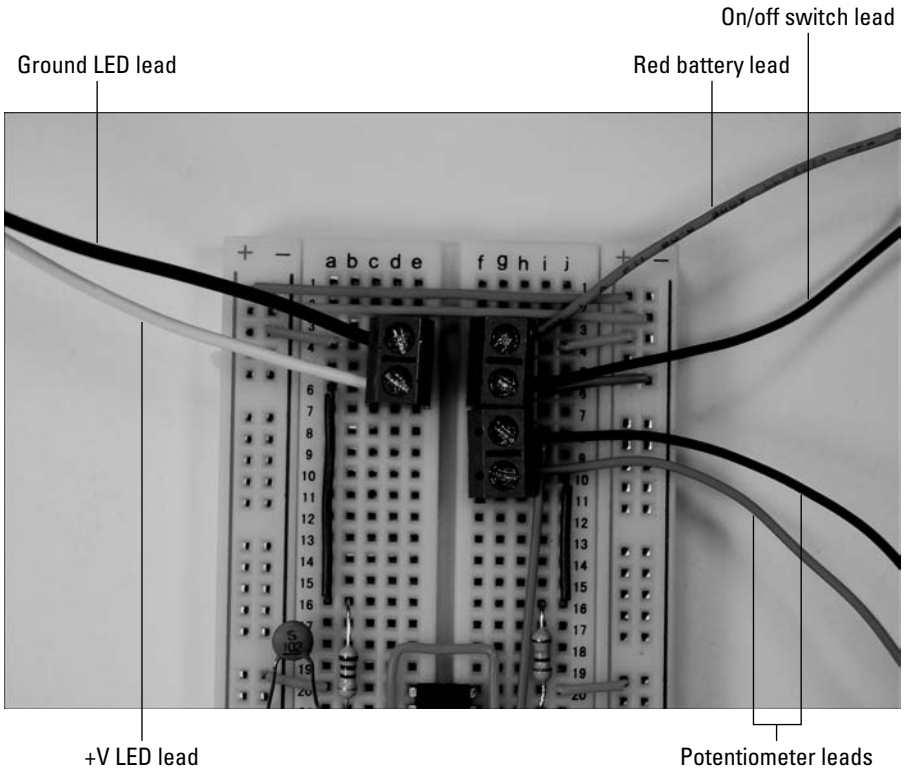

Figure 9-14: Connect wires to the terminal blocks.
10. **Attach wires from the LED, battery pack snap, on/off switch, and potentiometer to the terminal blocks, as shown in Figure 9-14.**